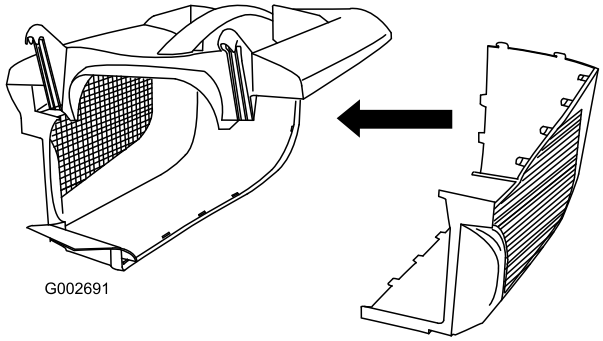

Bild 8
2. Schieben Sie die andere Seite in die Riegel oben und verriegeln Sie die Rückseite der beiden Seiten (Bild 8).